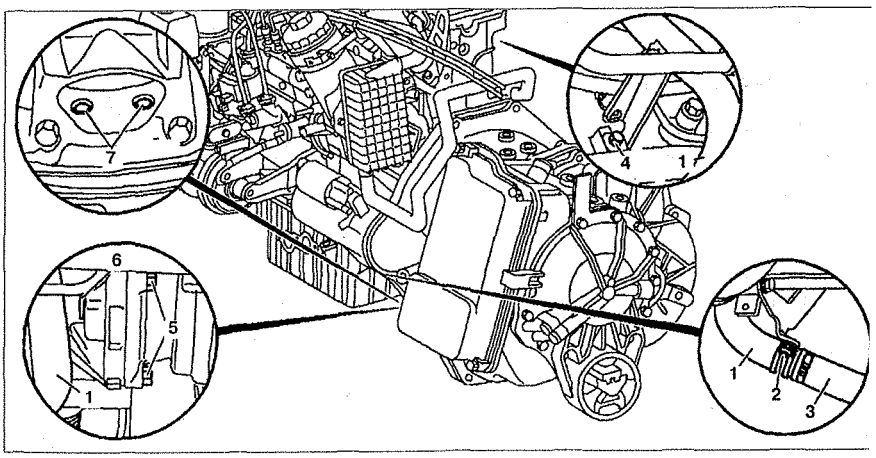

Рис. 6.49. Снятие и установка АКПП (автомобили с двигателями 601.970):
12. Используя подъемник **14**, поднимайте коробку передач с двигателем до тех пор, пока опоры **9** коробки передач не разгрузятся полностью (см.рис.6.49).